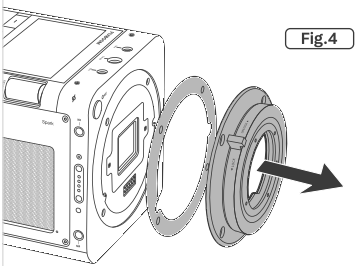

Fig.4
3. Remove the mount adapter (3) and the adapter shim (41) (Fig.4).